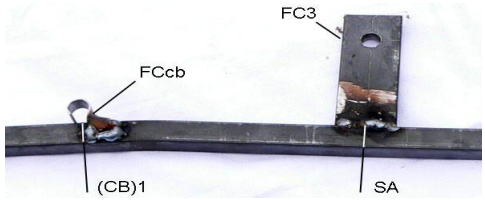

Fig. 39: Positions de FCcb et FC3
10. Souder les FC3 à FC1 centrés sur les points SA. Voir fig 39/40